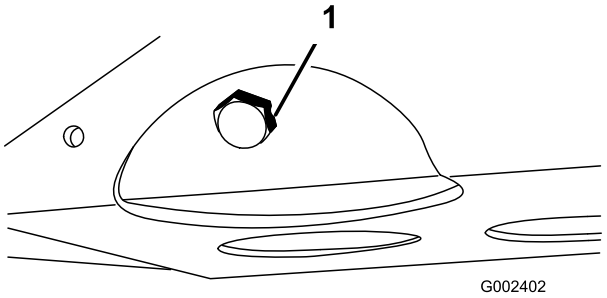

Figuur 43
2. Verwijder de aftapplug en laat de olie in een opvangbak lopen (Figuur 43). Als er geen olie meer naar buiten stroomt, plaatst u de aftapplug terug.